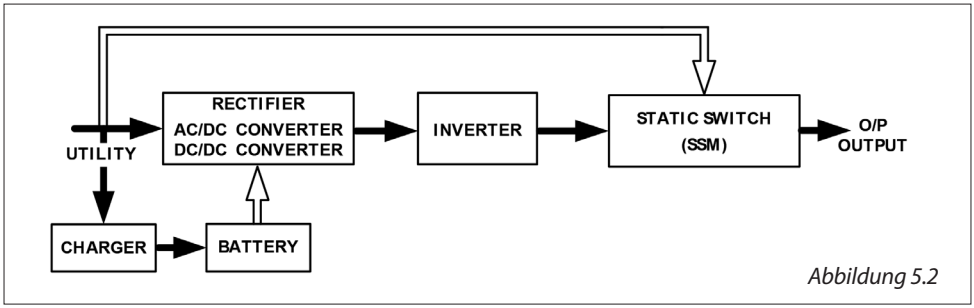

*Abbildung 5.2*
2. Wenn das Netz wieder störungsfrei ist, schaltet die USV auf den Modus AC/DC um, den Umrichter DC/DC aus und das Batterieladegerät auf den Modus Laden. Die USV schaltet auf den in Abbildung 5.2. dargestellten Modus zurück.
4. Die USV schaltet wieder automatisch ein, wenn die Stromversorgung durch das Netz wieder hergestellt worden ist (siehe Abbildung 5.2).